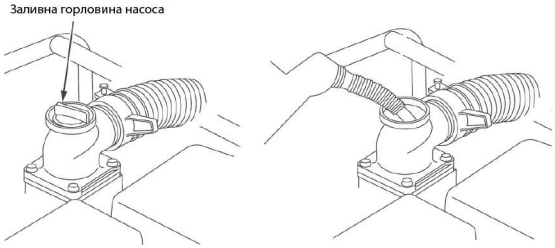

Рис. 9
3. Викрутіть пробку заливної горловини насоса *(Рис. 9)*;